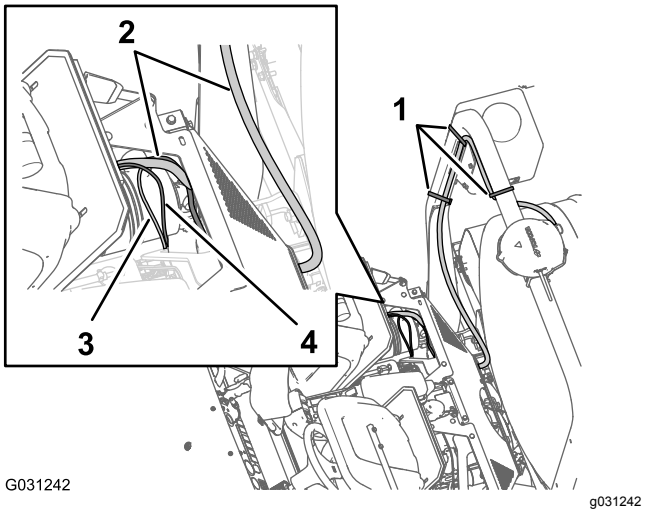

Figur 168
1. Dra elkablagedelen på 100 cm (Figur 168) med kontakten med ett stift ned till området där maskinens främre och bakre kablage ansluter till varandra. Se Figur 86 i Ansluta de främre och bakre kablagen (sida 40).
2. Dra datakablagedelen på 100 cm (Figur 168) med kontakten med fyra stift för CAN 2-/sprutreglaget ned till området där maskinens främre och bakre kablage ansluter till varandra. Se Figur 86 i Ansluta de främre och bakre kablagen (sida 40).